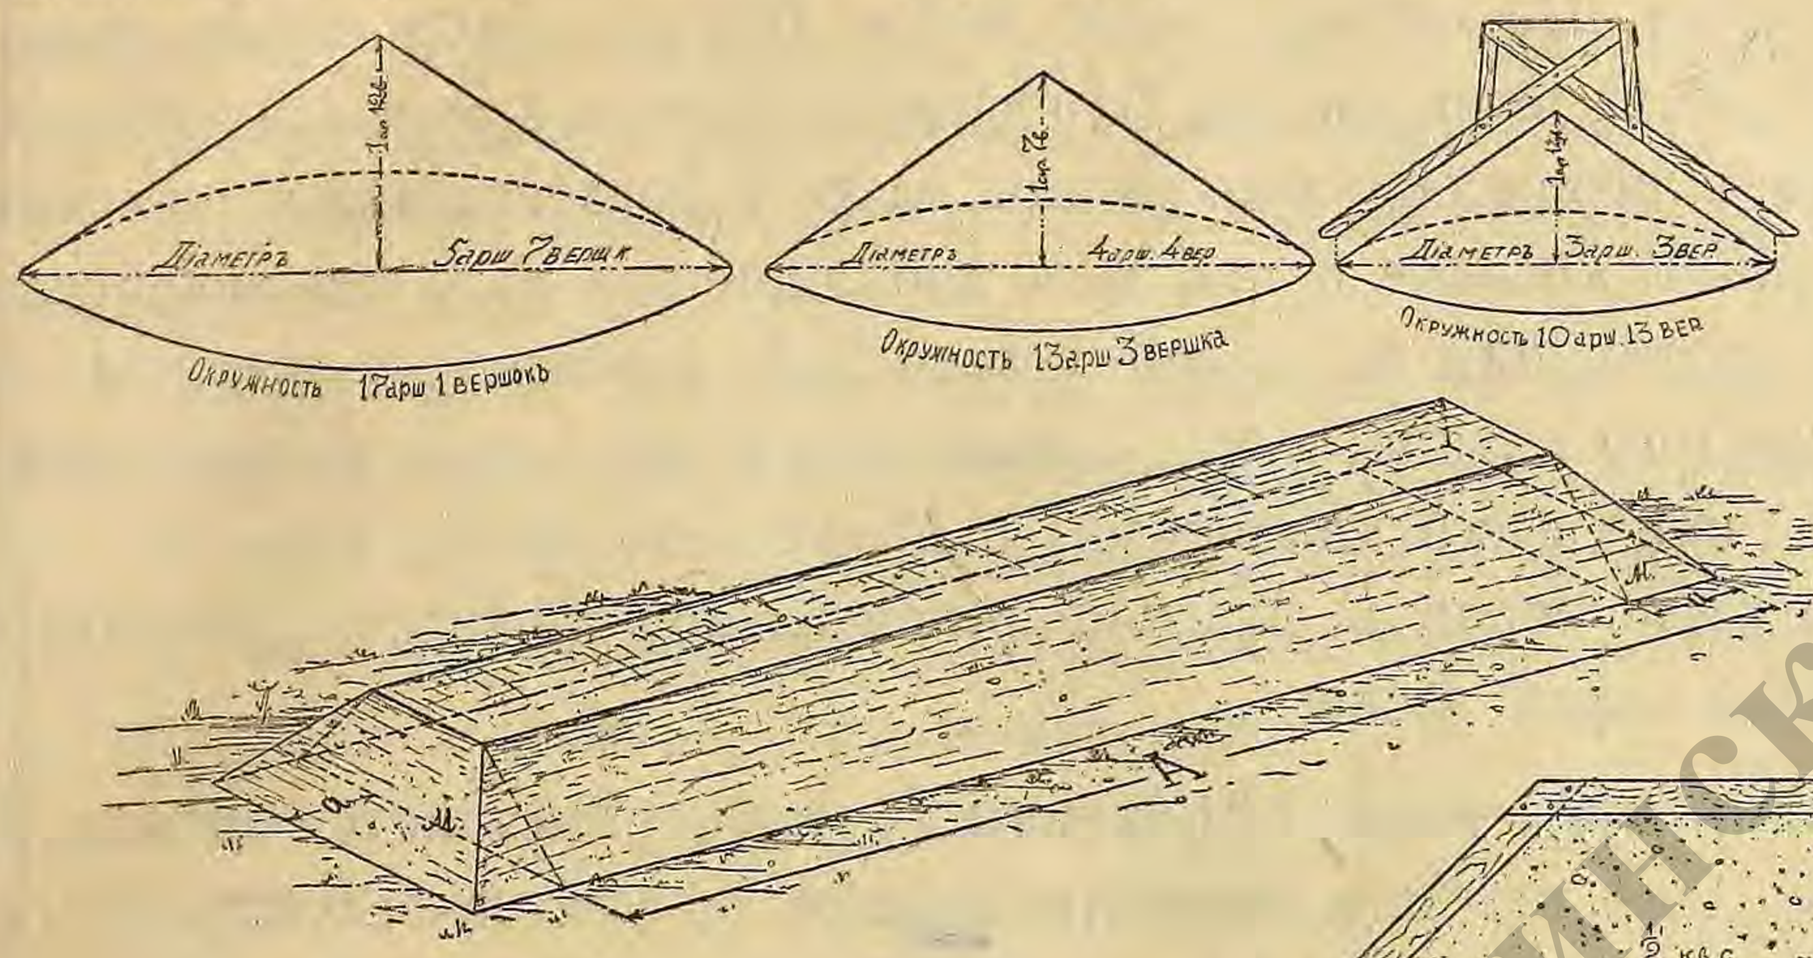
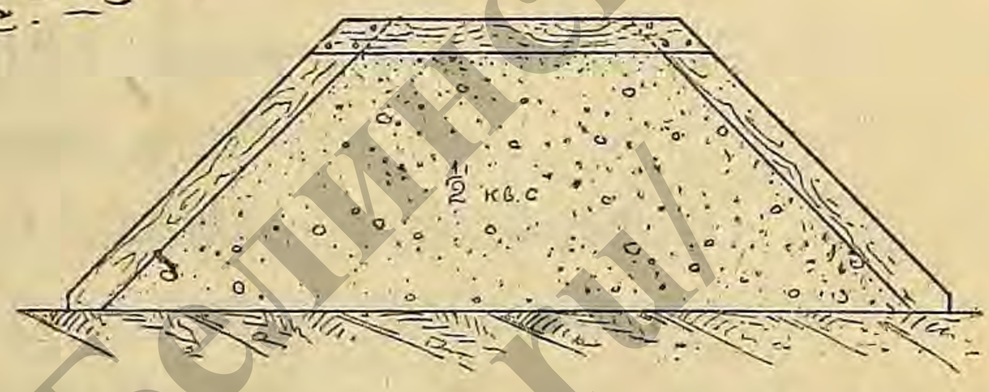

Рис. 182.
Рис. 183.
3) *Штабели.* Иногда песок сваливают в виде гряды (*штабеля*), ограниченной с боков откосами (рис. 182), при чем поперечному сечению этой гряды придают такие размеры, чтобы в нем заключалось известное число квадратных единиц, напр., $^1/_2$ кв. сажени. Тогда штабель длиною
в две сажени будет содержать 1 куб. сажень земли; при длине в 6 саж. в нем заключается 3 куб. саж. Так как концы штабеля *м* приходится ограничить тоже откосами, то длину считают только до них, определяя объем этих концов особо и прибавляя к общему объему. Как вычислить этот объем, указано в геометрии. Но не будет большой ошибкой, если мы (при достаточной длине штабеля) при вычислении объема всего штабеля вместо указанного вычисления концов просто будем считать общую длину штабеля по земле, как указано на рис. 182, размером *А*, т.-е. будем брать длину больше на величину подошвы одного конца (*а*). Это увеличит объем штабеля приблизительно на ту величину, какую нам надо. Чтобы получить штабель такого вида и размера, какой требуется, сколачивают из досок шаблон (рис. 183) и, насыпая землю, проверяют объем шаблоном.